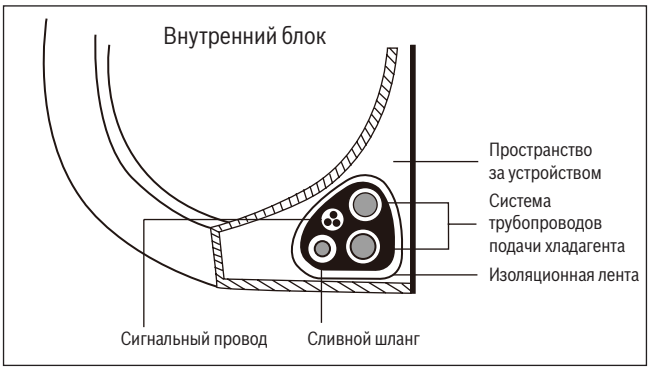

Рис. 19.
1. Свяжите сливной шланг, трубы подачи хладагента и сигнальный кабель вместе, как показано на **рис. 19**.
3. С помощью изоляционной ленты плотно обвязать сигнальный кабель, трубы подачи хладагента и сливной шланг вместе. Необходимо проверить комплектность всех элементов в связке в соответствии с **рис. 19.**